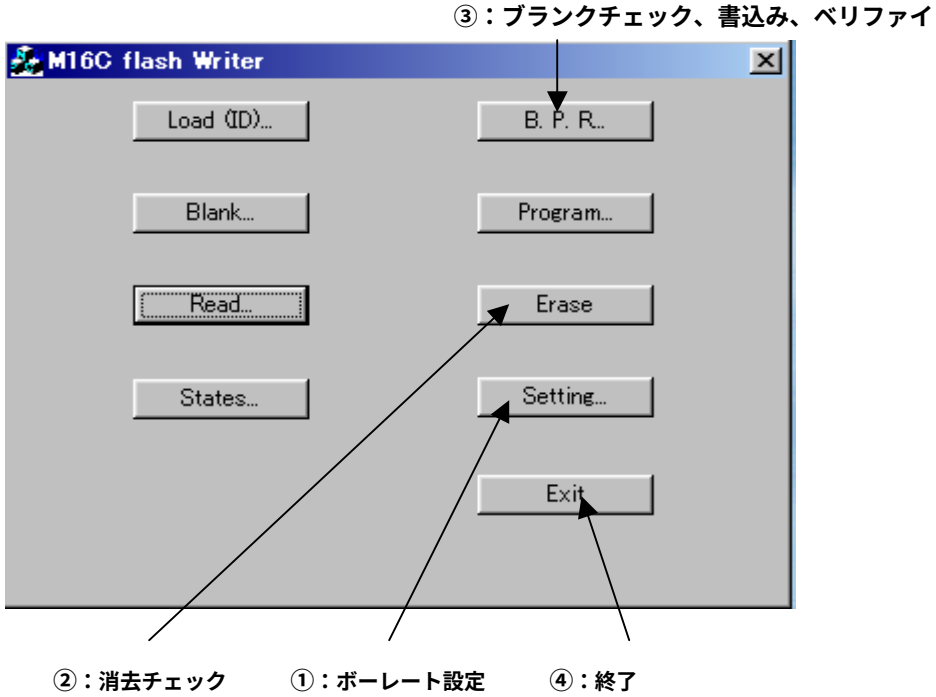

図２９　「Ｍ１６Ｃ　ｆｌａｓｈ　Ｗｒｉｔｅ」ウインドウ
④　図２９で示される「Ｍ１６Ｃ　ｆｌａｓｈ　Ｗｒｉｔｅ」ウインドウが表示します。
⑩　最後に、図２９で示される「Ｍ１６Ｃ　ｆｌａｓｈ　Ｗｒｉｔｅ」ウインドウから「Ｅｘｉｔ」ボタンを押して下さい。